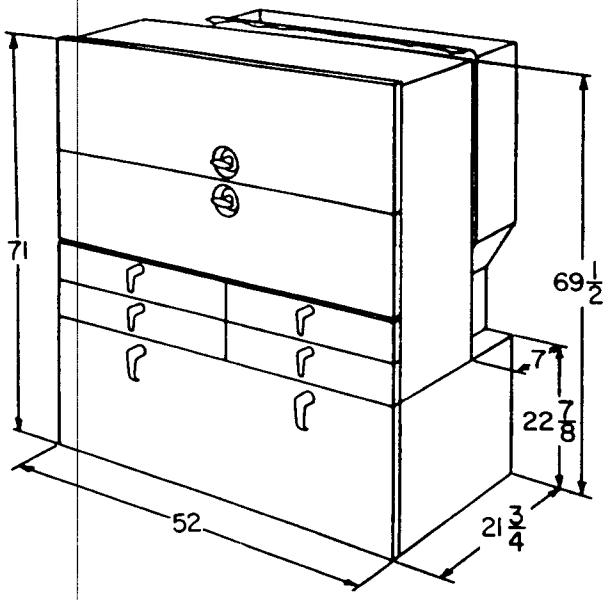

*Figure 20. Equipment cooling cabinet assembly.*
*g. Equipment-Cooling Cabinet Assembly* (fig. 20). This assembly is located at the extreme right and against the curbside wall of the battery control trailer. Its function is to prevent overheating of the vacuum tubes and other circuit components in the battery control trailer.